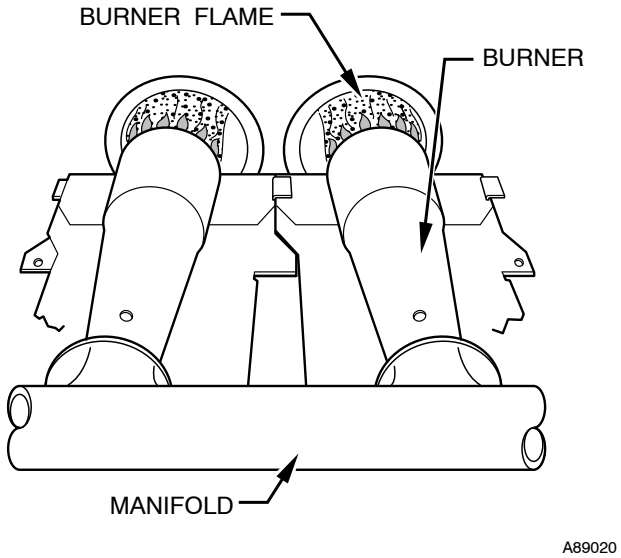

Fig. 59 - Burner Flame
f. Replace burner enclosure front and verify adjusted gas input rate using method outlined in item 3.
g. Look through sight glass in burner enclosure and check burner flame. Burner flame should be clear blue, almost transparent. (See Fig. 59.)